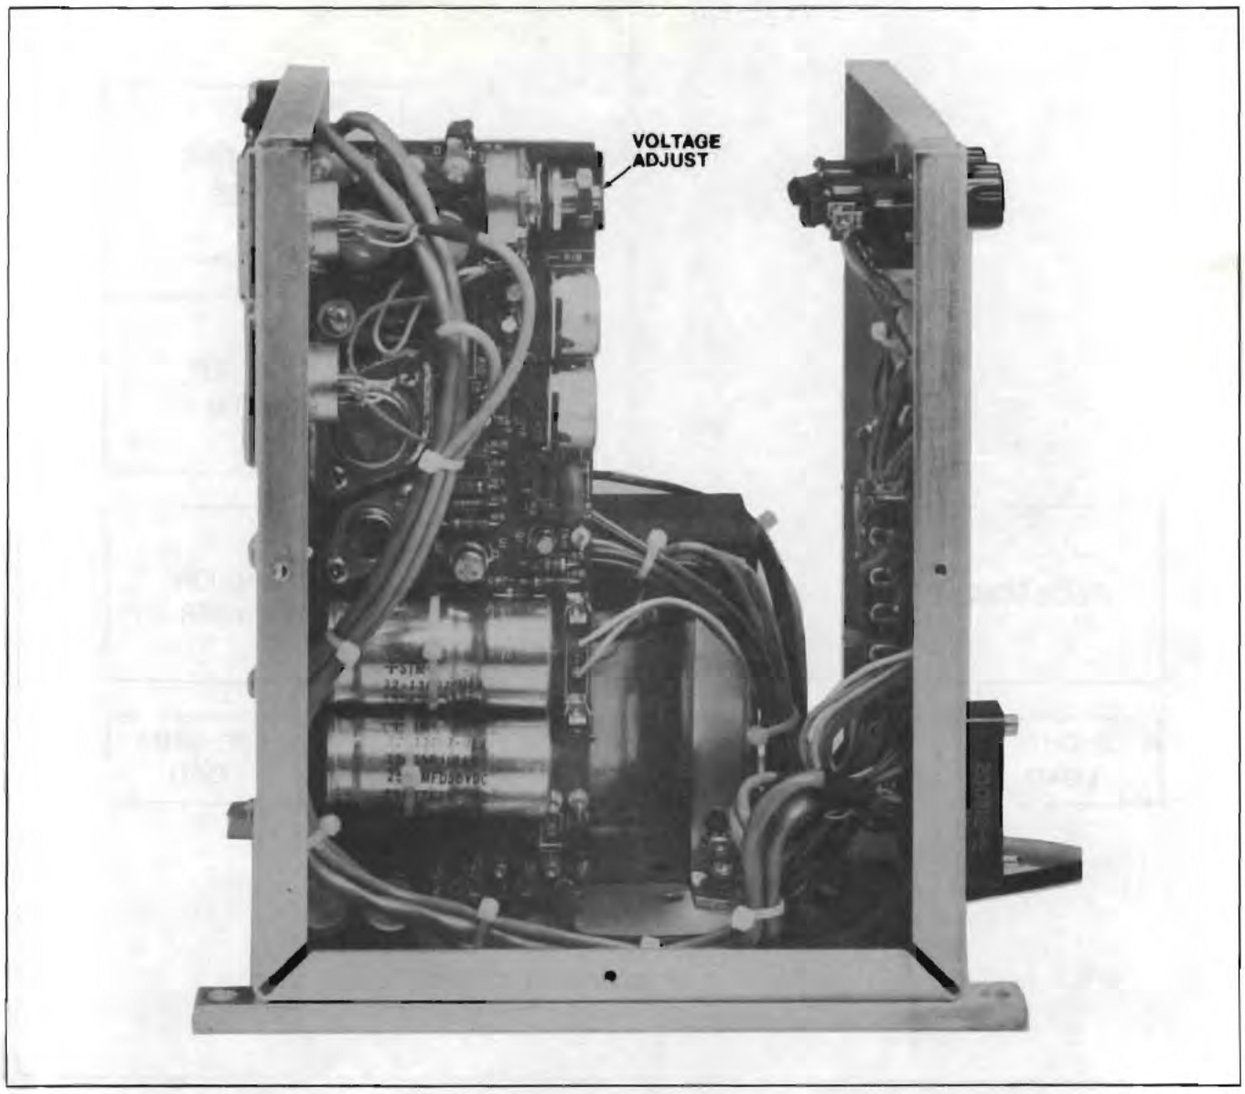

Figure 6-2. Power Supply Voltage Adjustment
6.10 Plug the machine into a source of power and measure the voltage of the B+ buss. It should be +24 ±2 volts dc on the logic chassis. If it is not, adjust the power supply regulator output voltage adjust screw, Figure 6-2.